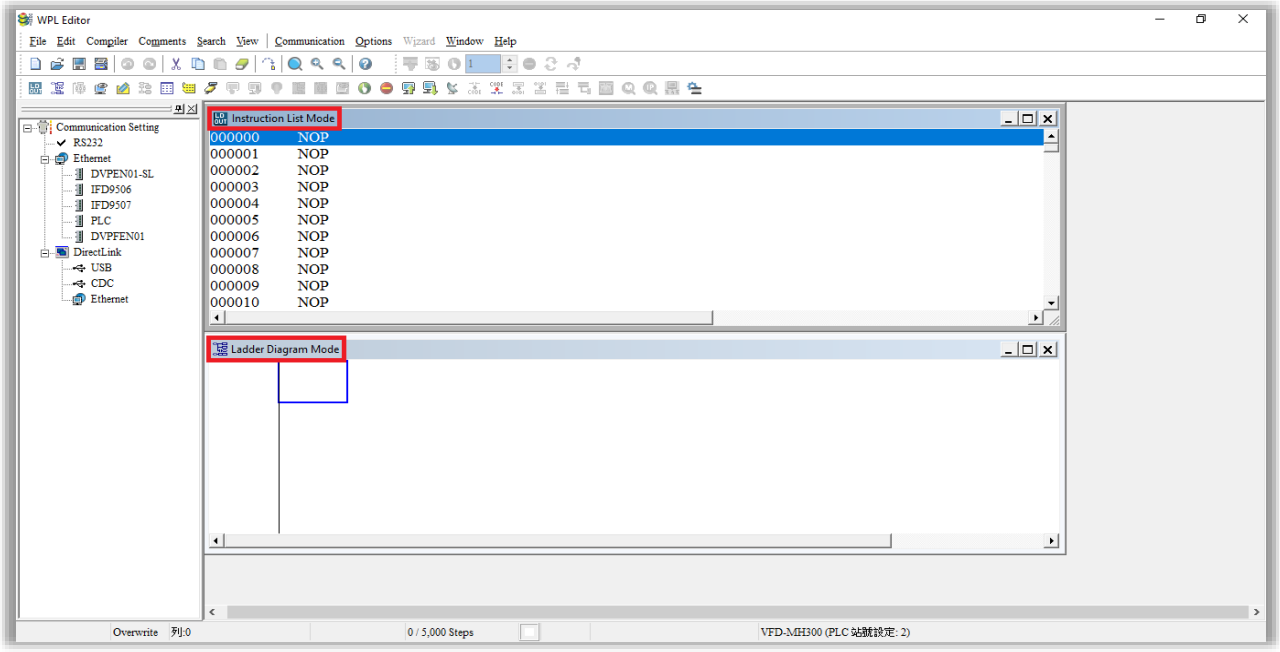

Figure 15-8
Step 5. After settings are finished, click **OK** to start editing the programs. Methods of editing programs: 1. **Instruction List Mode** and 2. **Ladder Diagram Mode**, as Figure 15-8 shows. Use the method as required.